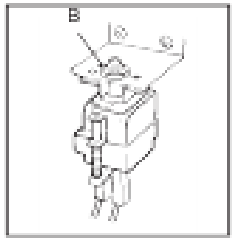

рис.8
3) Вытяните провода термостата и открутите крепление термостата (**B** - рис.8), прикрепленное на задней стороне панели управления;